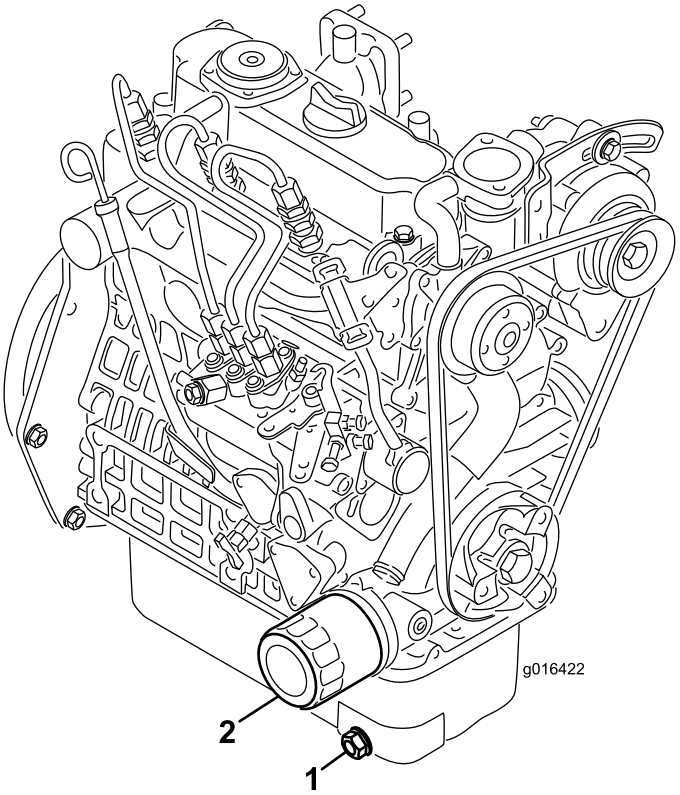

Figur 39
1. Fjern tappepluggen (Figur 39) og la oljen renne ut i et tappefat. Når oljen slutter å renne, setter du tappepluggen på igjen.